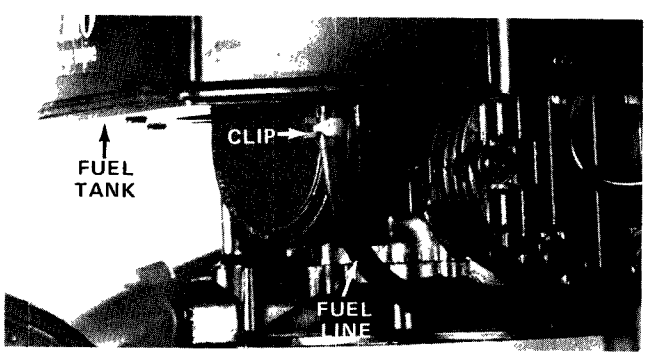

Figure 23
2. Place a clean, shallow drain pan below the fuel tank (Fig. 23).
3. Compress clip holding fuel line on fuel tank fitting (Fig. 23); then slide clip down fuel line.